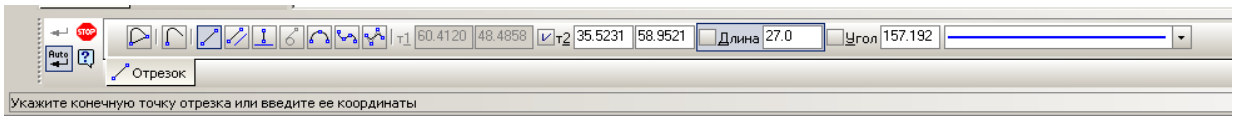

Рис. 2.22. Панель свойств команды **Непрерывный ввод объектов**.
3.4. На инструментальной панели **Геометрия**  выберите команду **Непрерывный ввод объектов** – . Эта команда выполняет последовательный ввод объектов («по умолчанию», как в нашем случае, – отрезков, рис. 2.22) в плоскости построения эскиза. При этом конечная точка построенного объекта автоматически становится начальной точкой следующего. Таким образом, вы выбрали команду **Непрерывный ввод отрезков**.